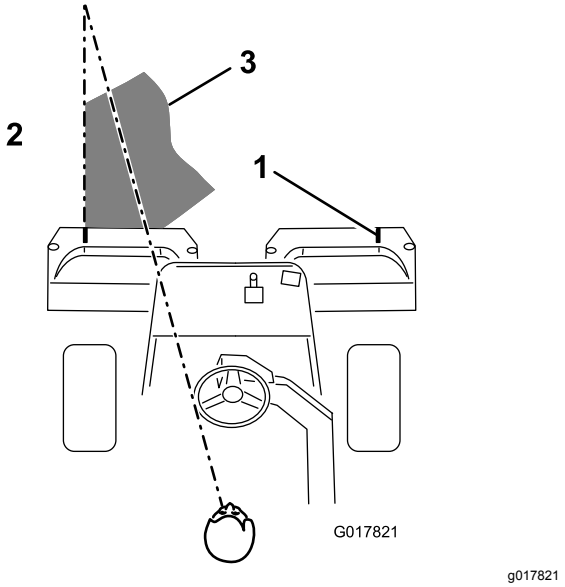

Figur 41
3. Överlappa den tidigare klippremsan så lite som möjligt under nästkommande vända. Etablera en tänkt siktlinje ca 1,8 till 3 m framför maskinen så att du klipper i en rak linje över greenen och håller maskinen på ett jämnt avstånd till förra klippvändans kant (Figur 41). Vissa föredrar att inkludera rattens ytterlinje som del i siktlinjen, d.v.s. att hålla rattkanten i linje med en punkt som alltid är på samma avstånd från maskinens framkant (Figur 41).